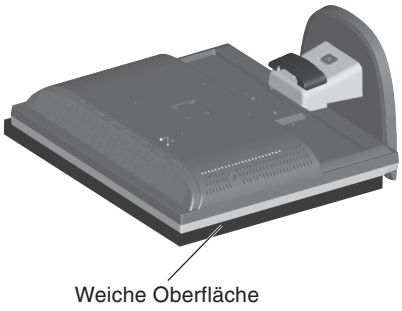

Abbildung R.1
2. Legen Sie den Monitor mit der Vorderseite nach unten auf eine weiche Oberfläche (**Abbildung R.1**).
1. Legen Sie den Monitor mit der Vorderseite nach unten auf eine weiche Oberfläche (**Abbildung R.1**).